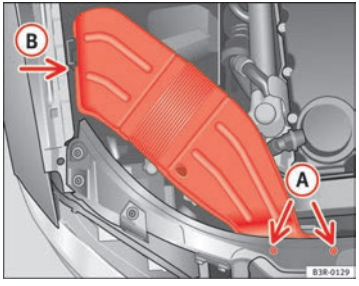

Fig. 216 Air duct on right side of vehicle ▶
– Unscrew bolts (A) ⇒ page 272, fig. 216.
– Detach air duct from guide (B) and take it out. ■